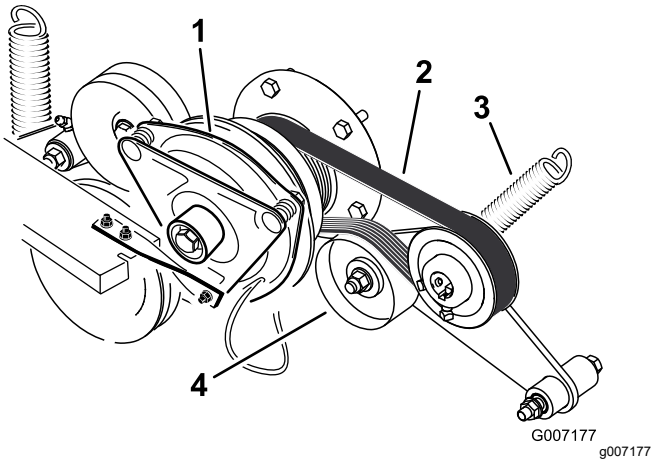

Figur 89
3. Ta bort fjädern från mellandrevsarmen (Figur 89).
4. Montera den nya remmen runt motorns och hydraulpumpens remskiva (Figur 89).
6. Montera fjädern på remskivearmen (Figur 89).